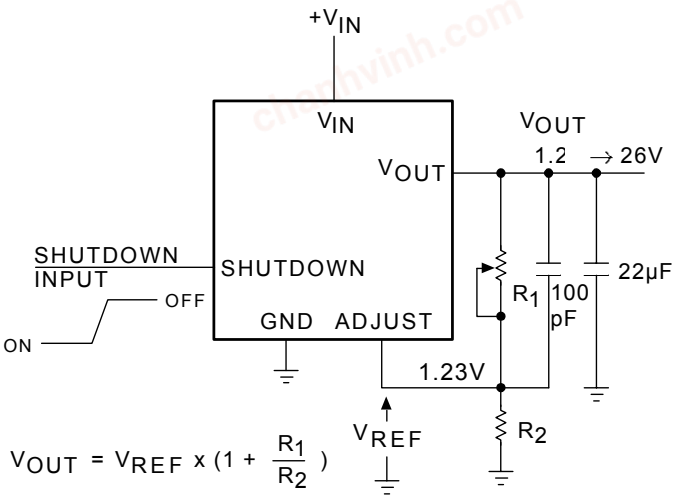

Figure 3. MIC2941A Adjustable Regulator
9. Circuit of Figure 3 with R1 ≥ 150k Ω. $V_{SHUTDOWN} \ge 2$ V and $V_{IN} \le 26$ V, V_{OUT} = 0.
The MIC2941A may be programmed for any output voltage between its 1.235V reference and its 26V maximum rating. An external pair of resistors is required, as shown in Figure 3.